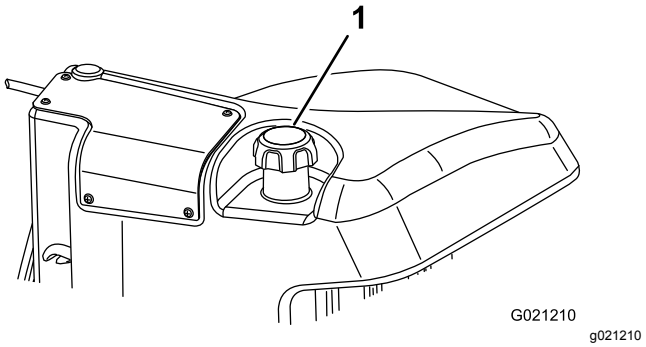

**Figur 32**
3. Ta bort locket från bränsletanken (Figur 32).